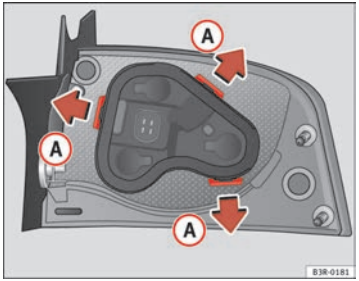

Fig. 215 Retaining tabs on reverse side of rear light
– Release the retaining tabs ⇒ fig. 215 (A).